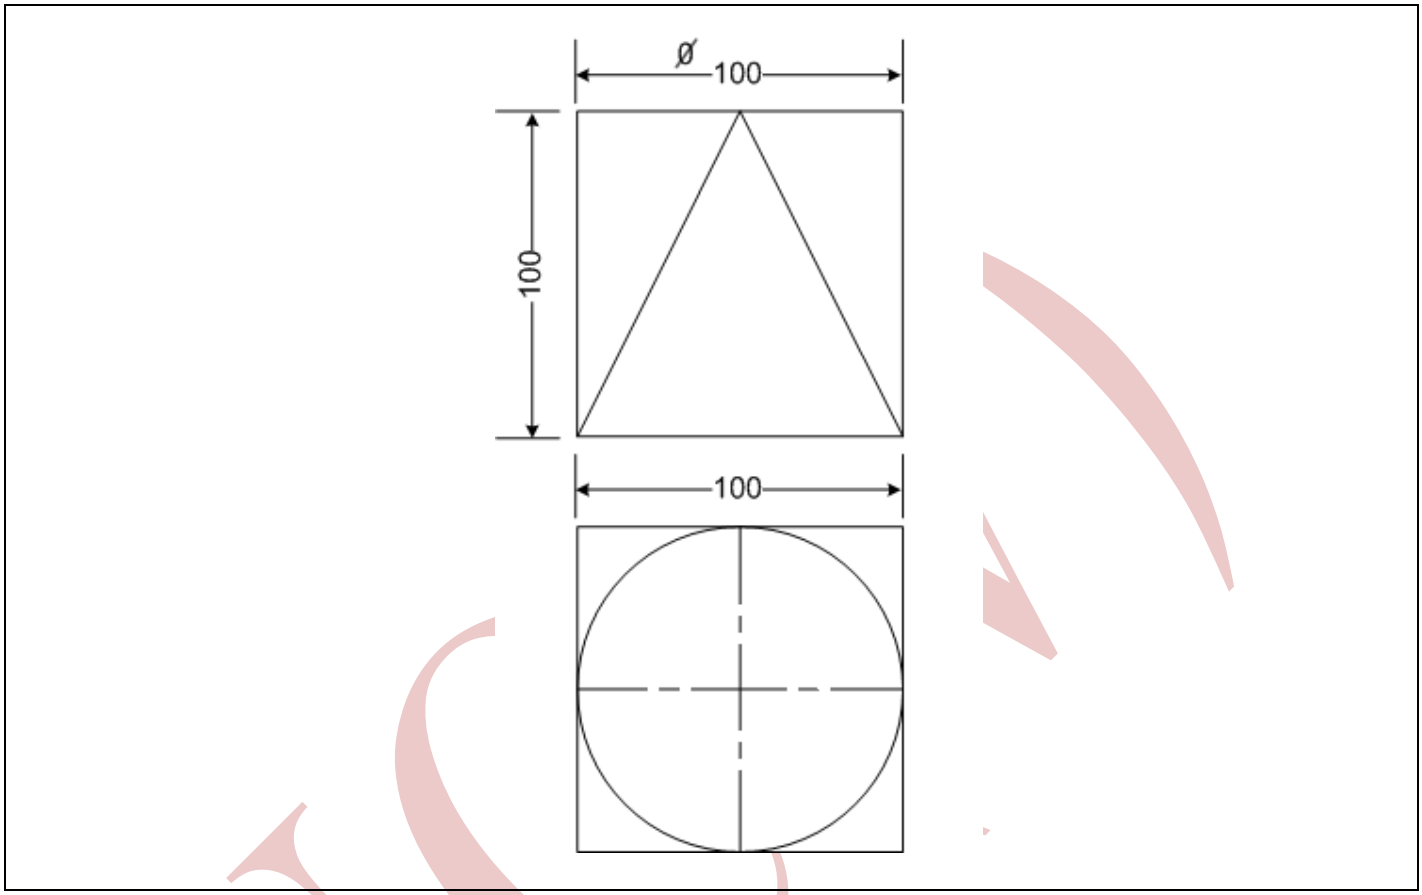

FIGURE 3
3.1 FIGURE 3 shows a round-to-square transition piece.